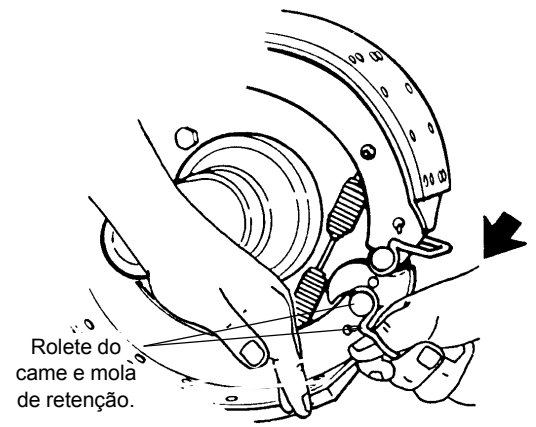

FIGURA 8-42
1. Pressione para baixo a sapata inferior do freio e puxe o grampo de retenção do rolete para remover o rolete do came inferior (consulte a Figura 8-42).